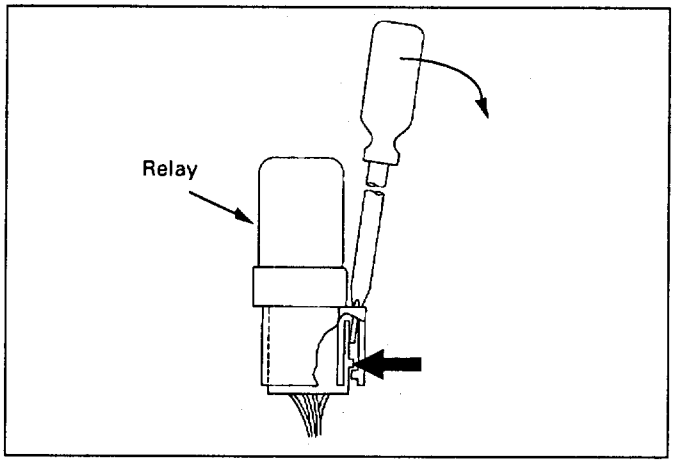

Fig. 8-4
- When removing the connector for relay (MR5B type), unfasten the tang lock of the connector by using a screwdriver, then pull the relay out. (Fig. 8-4)